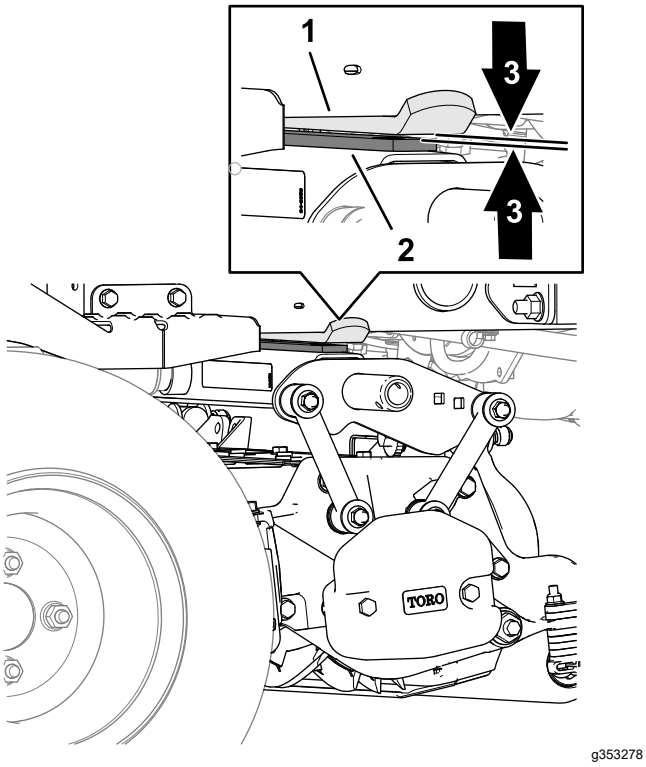

Figuur 27
4. Meet aan de achterste maai-eenheid de afstand tussen de slijtband aan de bovenkant van de slijtbalk van de achterste maai-eenheid en de bumperaanslag (Figuur 27).